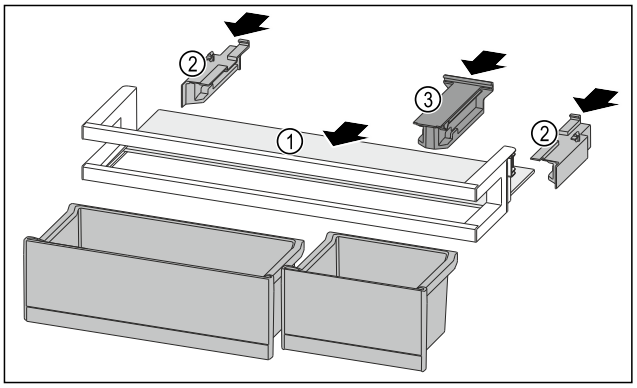

Fig. 136
▶ Push the shelf *Fig. 136 (1)* into the side cutouts.
▶ Insert the side parts *Fig. 136 (2)*.
▶ Insert the retaining part *Fig. 136 (3)*.